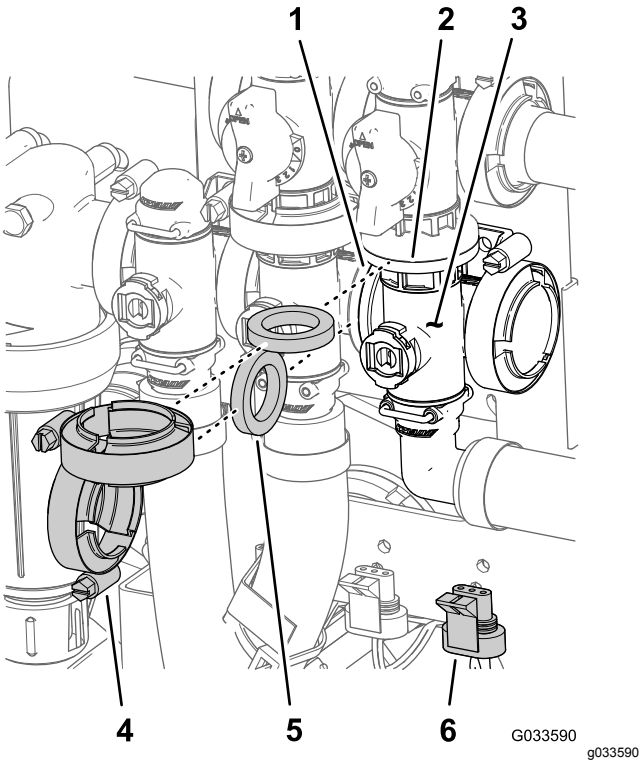

**Figur 117**
1. Fjern flensklemmene og pakningene som fester manifolden for hovedbomventilen (Figur 117) til omløpsventilen for hovedbommen, risteventilen og 90 graders flensvinkelrøret (på enden av slangen til strømningsmåleren).